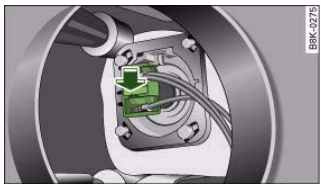

Fig. 263 Fitting bulb for main beam headlights
– Press the connector in the direction of the arrow ⇒ fig. 263 until the bulb engages.